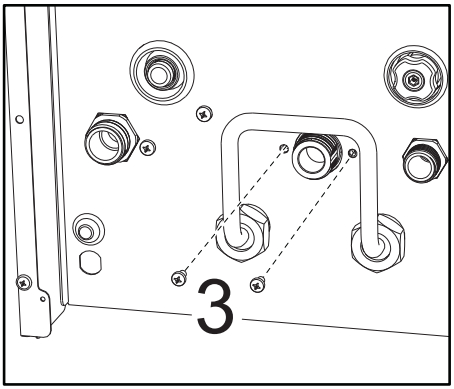

fig. 45
- Deşurubaţi şuruburile **„3”** (fig. 45)